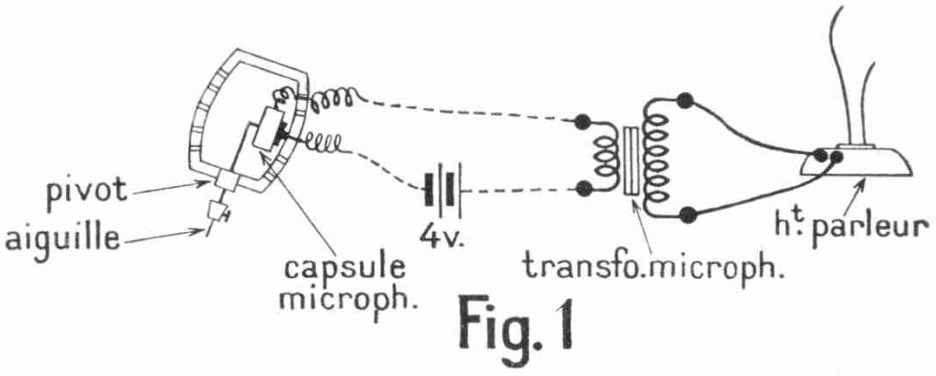

Fig. 1
(1) Exception cependant sera faite pour les pick-ups microphoniques, où l'aiguille met en vibration une petite capsule par l'intermédiaire d'un levier, dont le courant sous 4 volts de différence de potentiel peut donner du petit haut-parleur avec un transformateur de liaison approprié (fig. 1).